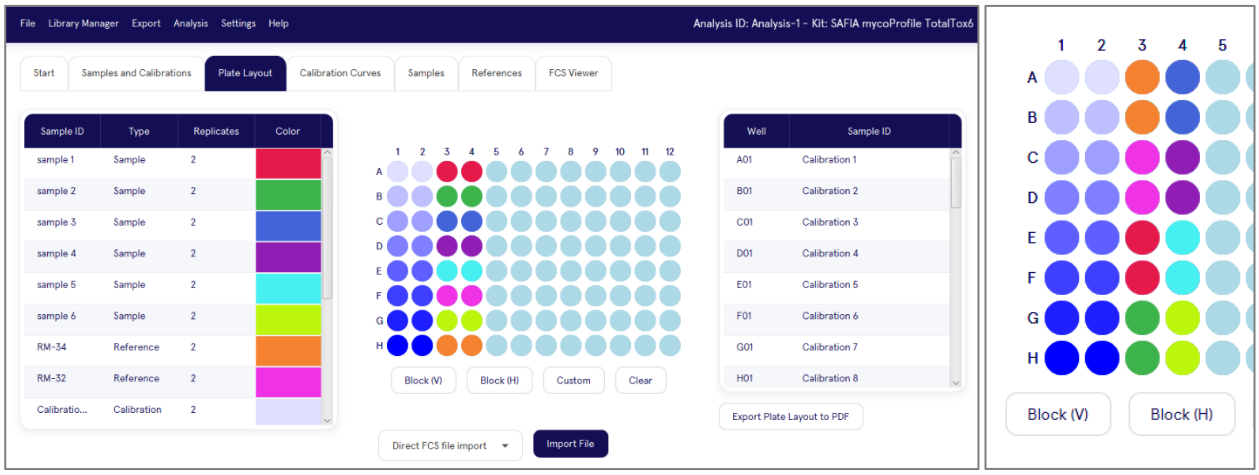

Figure 9. Overview of the functions in the Plate Layout workspace
11. Once you have entered all samples, click the button at the Set Plate Layout bottom right to assign the samples and standards to the wells of the microtiter plate. The wells have an alphanumeric code (A1, B1, C1, etc. through H12) (see Figure 9). Assignment can be performed automatically using the Block (V) or Block (H) buttons. The replicates of the samples and reference samples are arranged either vertically (V) or horizontally (H). The replicates of the calibration standards are always placed horizontally on the microtiter plate. The Clear button can be used to delete all entries.